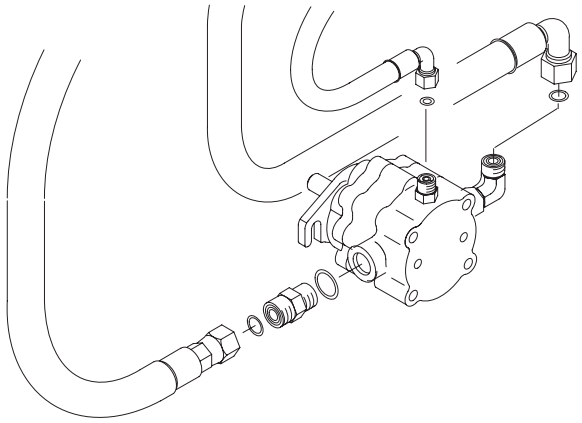

Figure 1
1. Disconnect the hydraulic hoses from the fittings on the right front cutting unit reel motor (Fig. 1).
2. Remove the straight fitting from the side of the motor (Fig. 1).